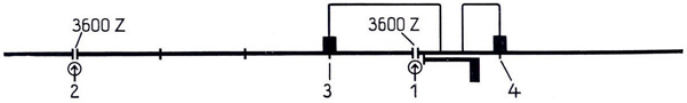
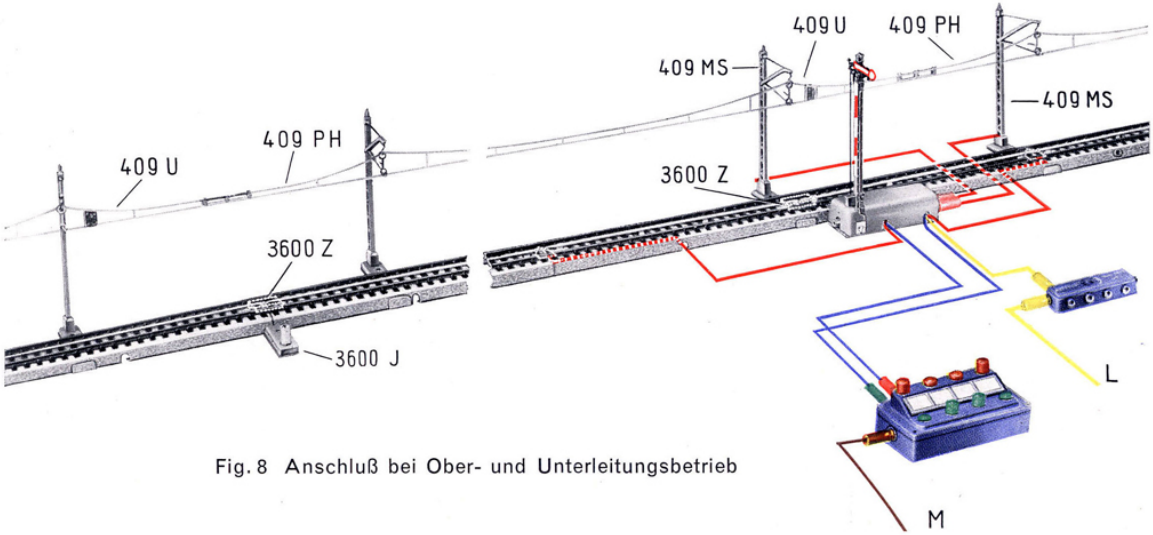

Fig. 7 Gleisstrecke mit Mittelstrangisolierungen an den Stellen 1 und 2 und eingeschobenen Anschlußlaschen an den Stellen 3 und 4
Fig. 8 Anschluß bei Ober- und Unterleitungsbetrieb
Fig. 7 zeigt die Strecke vor dem Signal, die von dem übrigen Stromkreis elektrisch isoliert ist. Ihre Länge beträgt in der Regel 4 Gleisstücke. Am Gleisstoß (Stelle 1), der dem Signal am nächsten liegt, wird **zwischen** die Kontaktlaschen eine Mittelstrangisolierung 3600 Z eingeschoben. Ebenso verfährt man an der Stelle 2. Die Laschen an den beiden roten Kabeln des Signals werden **über** die Kontaktlaschen an den Stellen 3 und 4 eingeschoben (vergleiche auch Fig. 8). Bei geschlossenem Signal sind dann die zwischen 1 und 2 liegenden Gleise **stromlos.** Wird das Signal geöffnet, dann fließt der Strom von der Anschlußlasche 4 nach der Anschlußlasche 3, wodurch die Strecke zwischen den Stellen 1 und 2 mit Bahnstrom versorgt wird.
Es ist zu empfehlen, die Trennstellen 1 und 2 (Fig. 7) durch Isolierzeichen 3600 J kenntlich zu machen. Der auf diesen Stücken sichtbare Pfeil wird auch im Großbetrieb zur Kennzeichnung von Isolationen verwendet.
Zur Zugbeeinflussung durch Oberleitung benötigt man die Signalgarnitur 409 GS. Die hier beigefügten Unterbrecherstücke 409 U werden in die Oberleitung dort eingefügt, wo sich in der Unterleitung die Stellen 1 und 2 (siehe Fig. 7) befinden. Die Stromzuführung in den dadurch isolierten Teil wird über die Signalanschlußmaste erreicht. Ihre roten Kabel werden in die beiden Buchsen (7) und (8) an der hinteren Seite des Signalkastens gesteckt (siehe Fig. 1 b und Fig. 2 a).